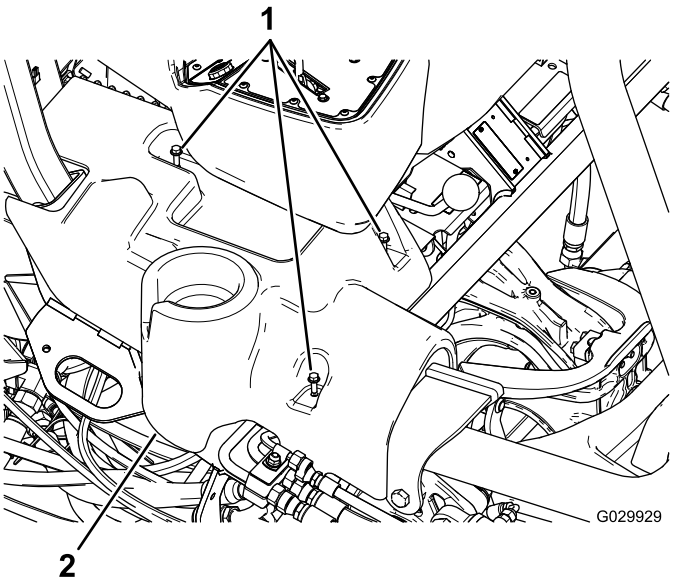

Figuur 12
1. Lijn de boutgaten in het nieuwe rechterbedieningspaneel uit met de boutgaten in de machine (Figuur 12).